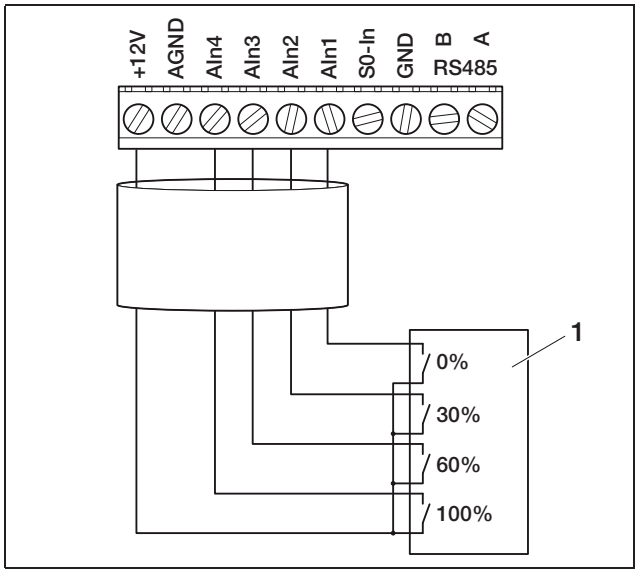

Abbildung 66: *Anschluss des Rundsteuerempfängers an den Wechselrichter*
- Schließen Sie die Leitungen vom Rundsteuerempfänger entsprechend der Anschlussbelegung (Abbildung 66 und Tabelle 11) an.